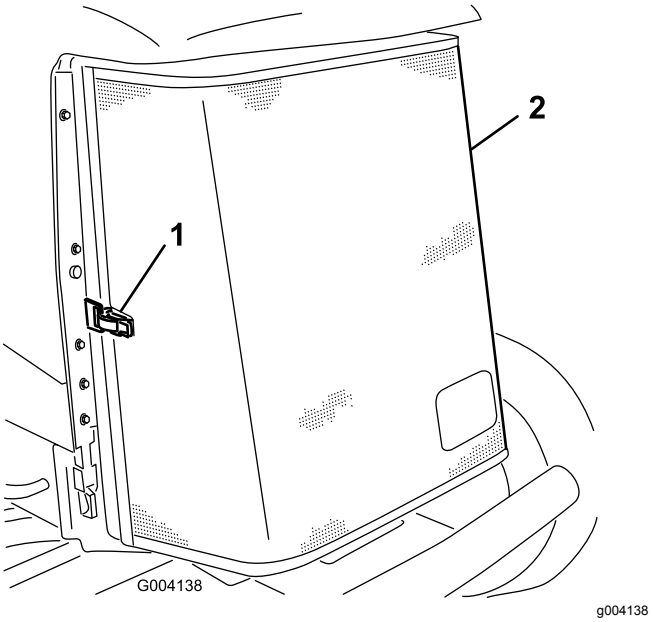

**Figur 95**
3. Lossa klämman och vrid upp det bakre gallret (Figur 95).